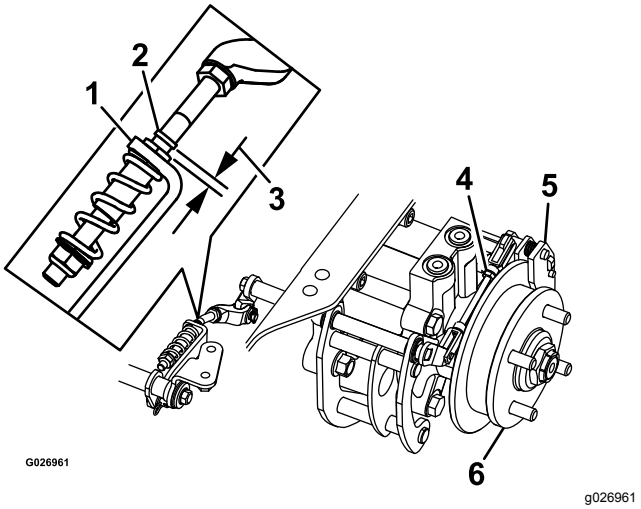

Figuur 80
8. Controleer of er ruimte zichtbaar is tussen de L-beugel en de aanslag van de koppeling (Figuur 80).